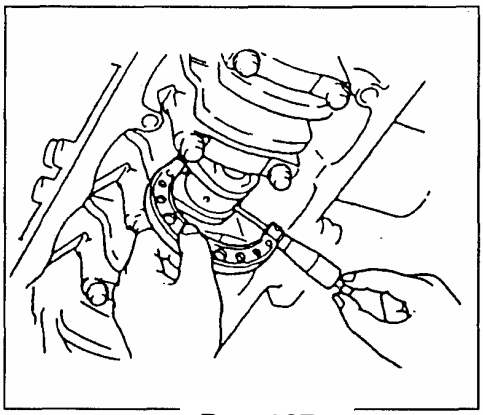

Рис. 127
• Проверьте неравномерность износа или повреждения шеек коленвала, измерьте овальность или конусность (Рис. 127). Если обнаружены дефекты, коленвал не обходимо заменить или отремонтировать согласно описанию ниже.